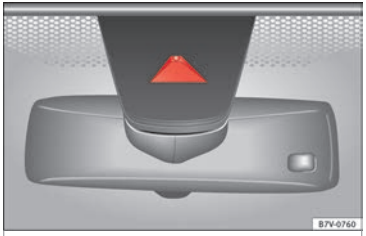

Afb. 219 Op de voorruit: Zichtveld van de camera van de rijstrookassistent.
- **Controleer voordat u begint te rijden of het zichtveld van de camera niet geblokkeerd is** **››› afb. 219**.